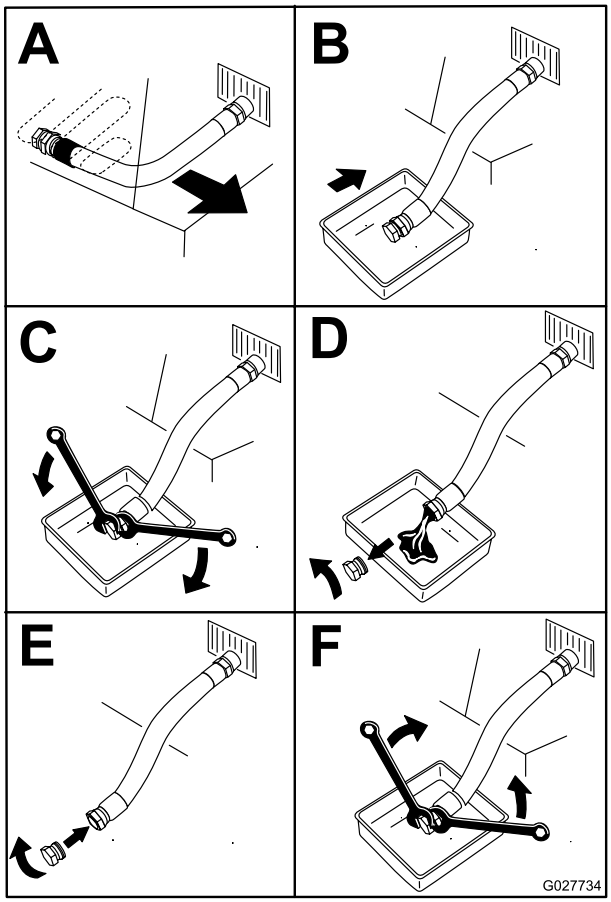

Figuur 54
4. Zet de motor af, verwijder het contactsleuteltje en wacht totdat alle bewegende onderdelen tot stilstand zijn gekomen voordat u de bestuurderspositie verlaat (Figuur 54).